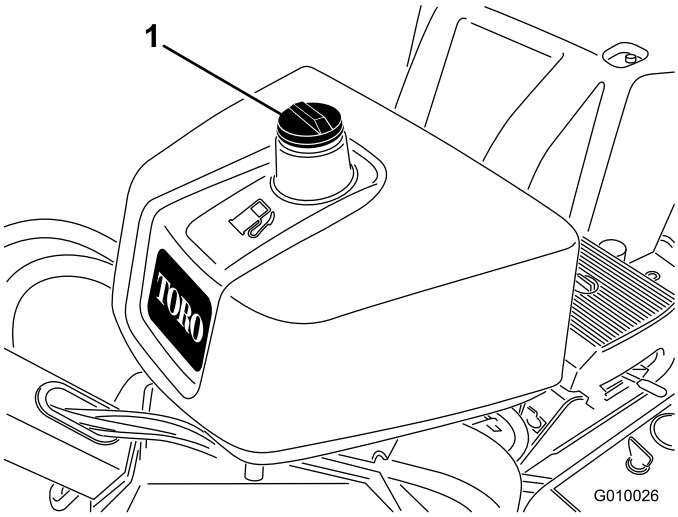

**Figur 16**
2. Rengjør rundt, og ta av lokket på drivstofftanken (Figur 16).